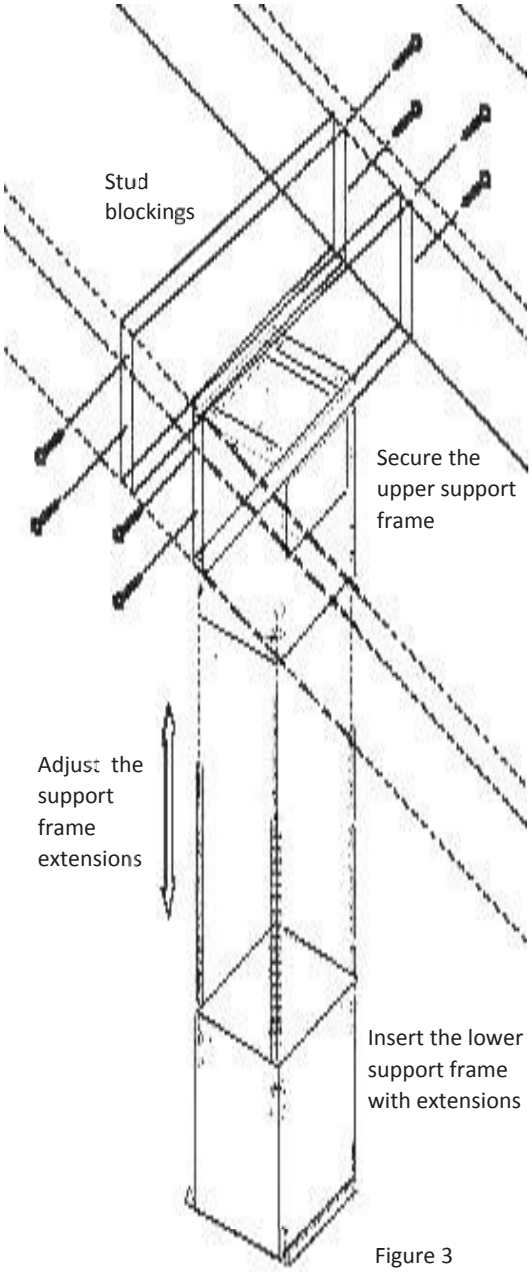

Figure 3
3. Fasten the support frame extension onto the lower support frame using four “B” bolts and “C” nuts as it is shown in Figure 3. Repeat this step for rest of the support frame extensions. IMPORTANT: Always use first and second holes on the support frame extensions.
5. Position the lower support frame with support frame extensions to the upper support frame, fasten each extension with four “B” bolts and “C” nuts as shown in Figure 3.
6. Slide the upper chimney cover over the completed support frame and fasten with two “F” bolts to the upper support frame (see Figure 3).